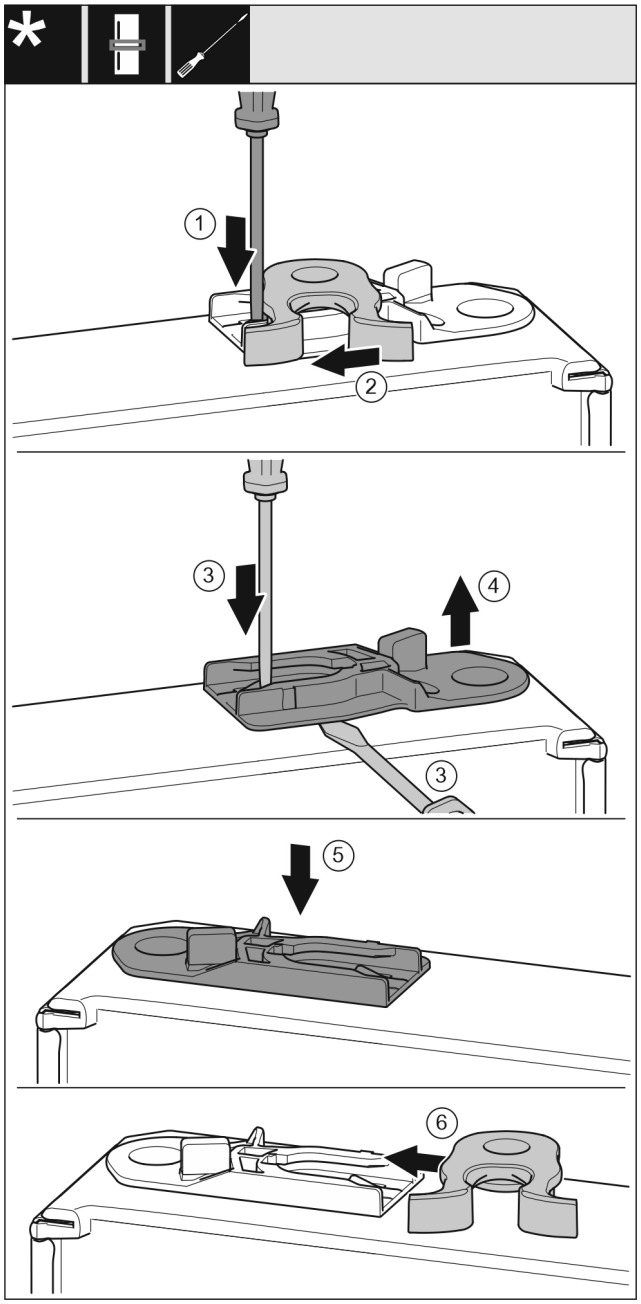

Fig. 18
- ▶ Press lasken ned med skrutrekkeren. *Fig. 18 (1)*
- ▶ Trekk låsekrokene ut av føringene. *Fig. 18 (2)*
- ▶ Trekk ut føringsbøssing: Trykk på lasken med skrutrekkeren, og kjør samtidig skrutrekkeren inn under føringsbøssingen. *Fig. 18 (3, 4)*
- ▶ Skyv føringsbøssingen som fulgte med leveringen inn på den andre hussiden. *Fig. 18 (5)*
- ▶ Skyv låsekroken inn i føringen. *Fig. 18 (6)*